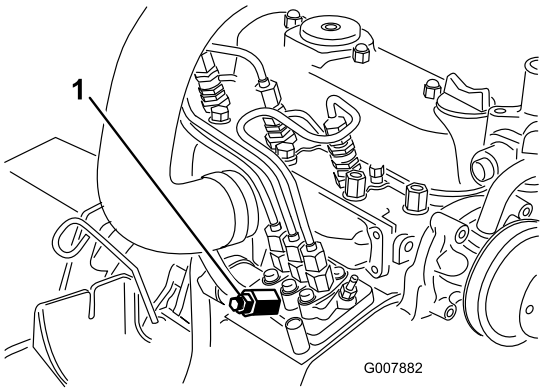

Figur 43
3. Lägg en trasa under insprutningspumpens avluftarskruv och öppna skruven (Figur 43).